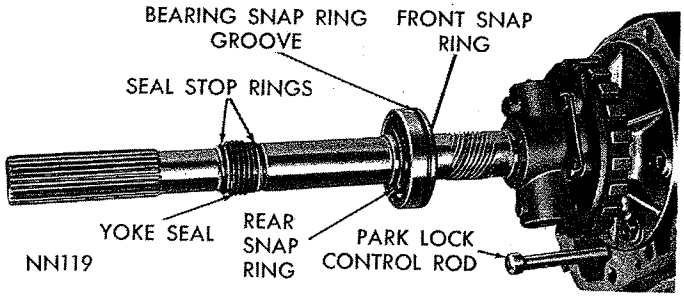

*Fig. 43—Output Shaft Bearing and Yoke Seal*
(1) Carefully unwind and slide yoke seal rear stop ring off the output shaft (Fig. 43). Slide yoke seal and front stop ring off the shaft.
(2) Remove output shaft bearing rear snap ring and remove bearing from the shaft.
(3) If removed, install snap ring in front groove on the output shaft. Install a new bearing on the shaft with ring groove on outer race toward the front (Fig. 43). Install the rear snap ring.
(4) Carefully unwind and slide yoke seal front stop ring into place on the shaft. Install seal with seal lips toward rear (Fig. 43), then install rear stop ring on the shaft.